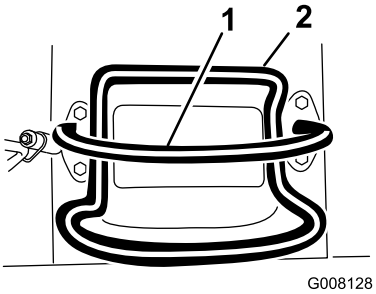
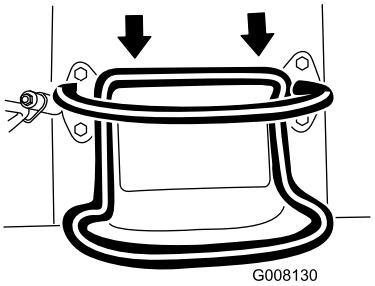

Figur 8
Figur 10
- För drivreglaget bakåt för att köra bakåt (Figur 10). **Titta bakåt när du backar för att upptäcka eventuella hinder och håll händerna på referensstaven (Figur 8).**
- Släpp drivreglaget för att stoppa drivningen (Figur 8).